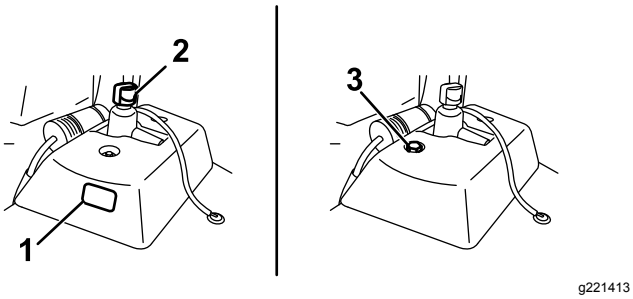

**Figur 48**
- Om den extra hydraultanken har ett inspektionsfönster kontrollerar du oljenivån där (Figur 48) och går vidare till steg 5.
- Om den extra hydraultanken inte har något inspektionsfönster lokaliserar du oljestickan ovanpå maskinen (Figur 48) och går vidare till steg 3.